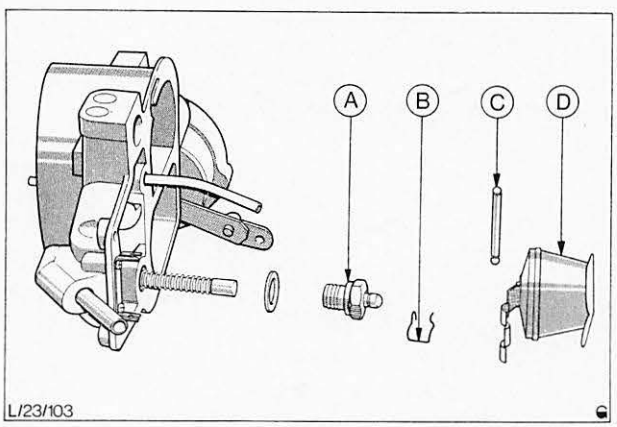

Abb. 86 Vergaserdeckel zerlegt
8. Vergaserdeckel wie folgt zerlegen, Abb. 86: